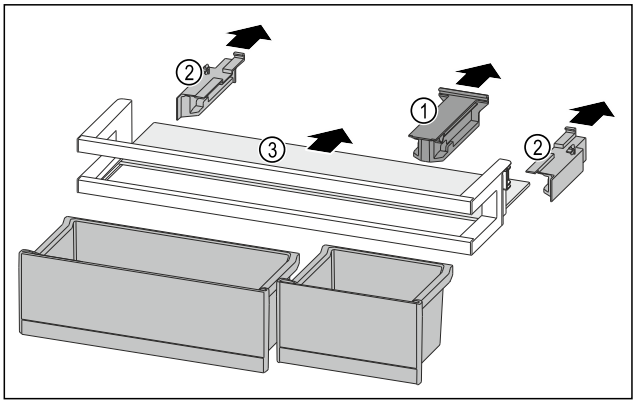

Fig. 141
▶ Pull off the holding part *Fig. 141 (1)*.
▶ Pull off the side parts *Fig. 141 (2)*.
▶ Remove the shelf *Fig. 141 (3)*.